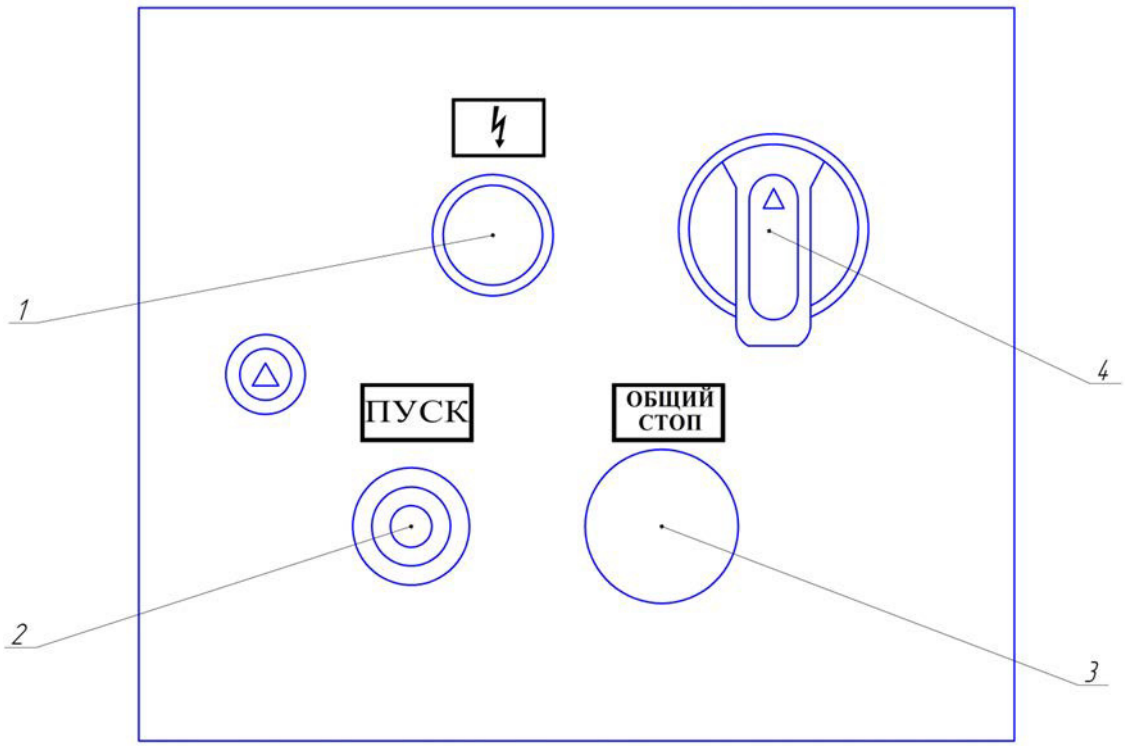

Рис. 2 Расположение органов управления на панели пульта управления
5.4.4.Ознакомившись с назначением рукояток и кнопок управления (рис. 2) следует проверить от руки работу всех механизмов.